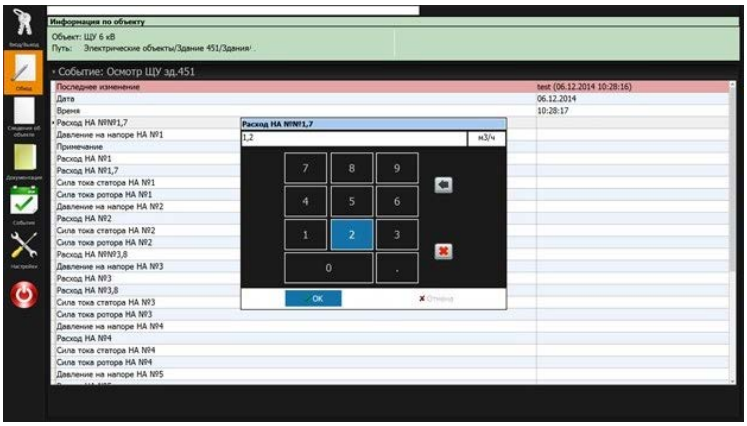

Рис. 4. Интерфейс мобильного клиента НЕОСИНТЕЗ
- автоматизация обходов и осмотров оборудования за счет использования мобильных устройств и портативных считывателей штрих-кодов (Рис. 4),